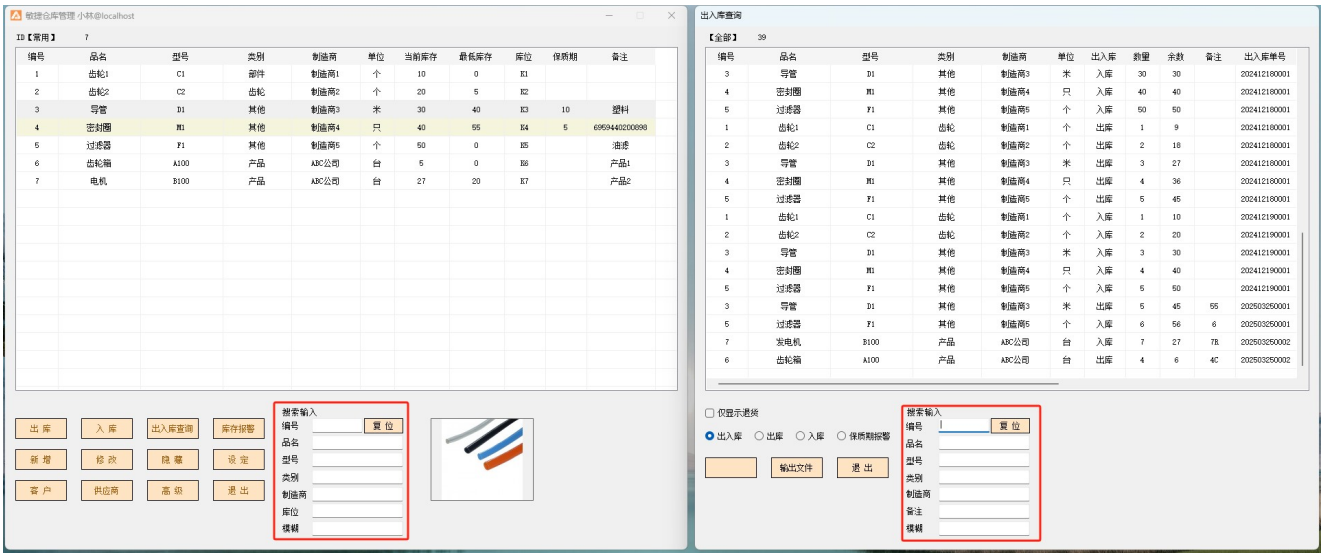

图 17-1
17.1 在出入库查询统计、库存报警和出入库窗口显示的同时，主窗口的搜索可以继续使用，如下图 17-1。